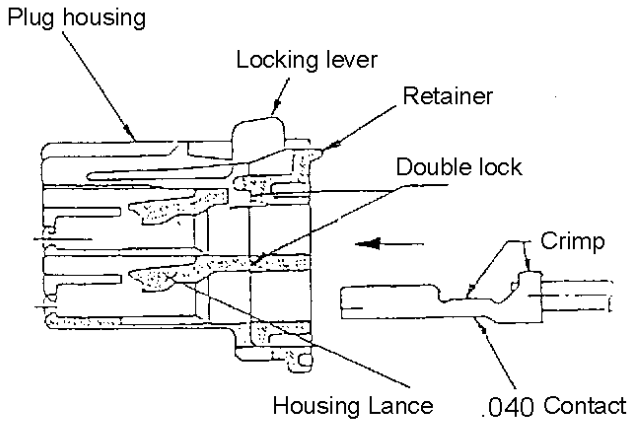

Fig.1 Iw303-0251E36
1. Before loading contacts into the housing, verify that there are no incomplete crimps and then place the contact with the locking lever facing upward as shown in Fig.1 and insert the contact straight until it stops at the end of housing cavity. If the contact is not easily seated in housing, do not force it, but make sure that it is going in the right direction.